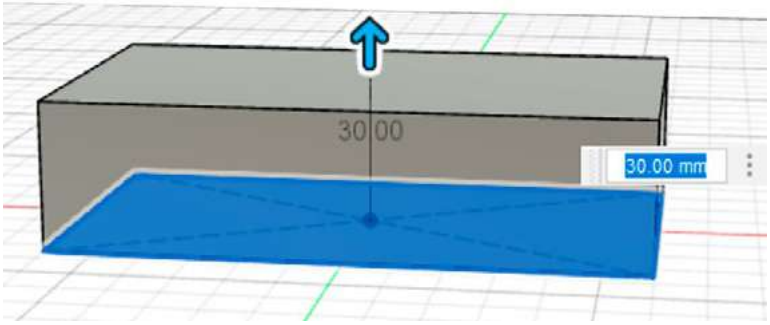

Рис. 11. Создание 3D-заготовки
4. Создайте трёхмерную заготовку корпуса контейнера высотой 35 мм с помощью инструмента EXTRUDE (рис. 11).